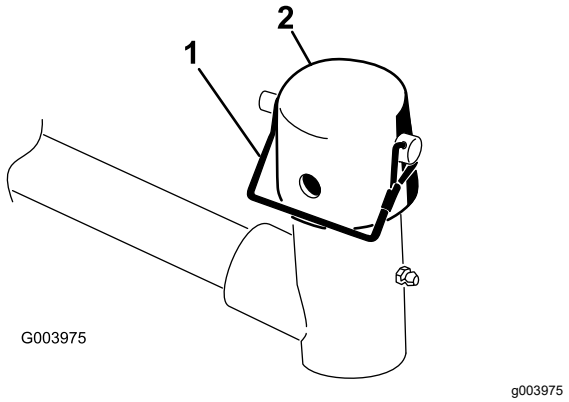

Figuur 6
7. Verwijder de borgpen en het kapje van het juk van het draaipunt van de hefarm (Figuur 6).
Opmerking: Gebruik de sleuf als een sturend maaidek is gewenst of de opening als het maaidek moet worden vastgezet in zijn stand (Figuur 6).